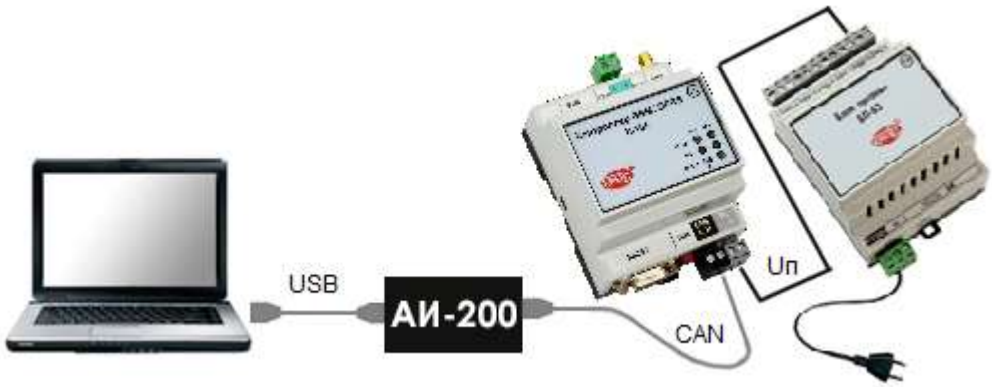

Рисунок 8 – Подключение К-205-LTE к ПК по интерфейсу CAN-BUS через адаптер АИ-200
1. Подключить к магистрали CAN-BUS контроллер (см. п. 9.1) и адаптер АИ-200 (схему и методику подключения см. в Руководстве по эксплуатации адаптера АИ-200 Т10.00.200 РЭ), а затем соединить USB-порт АИ-200 и USB-порт ПК (см. рисунок 8).